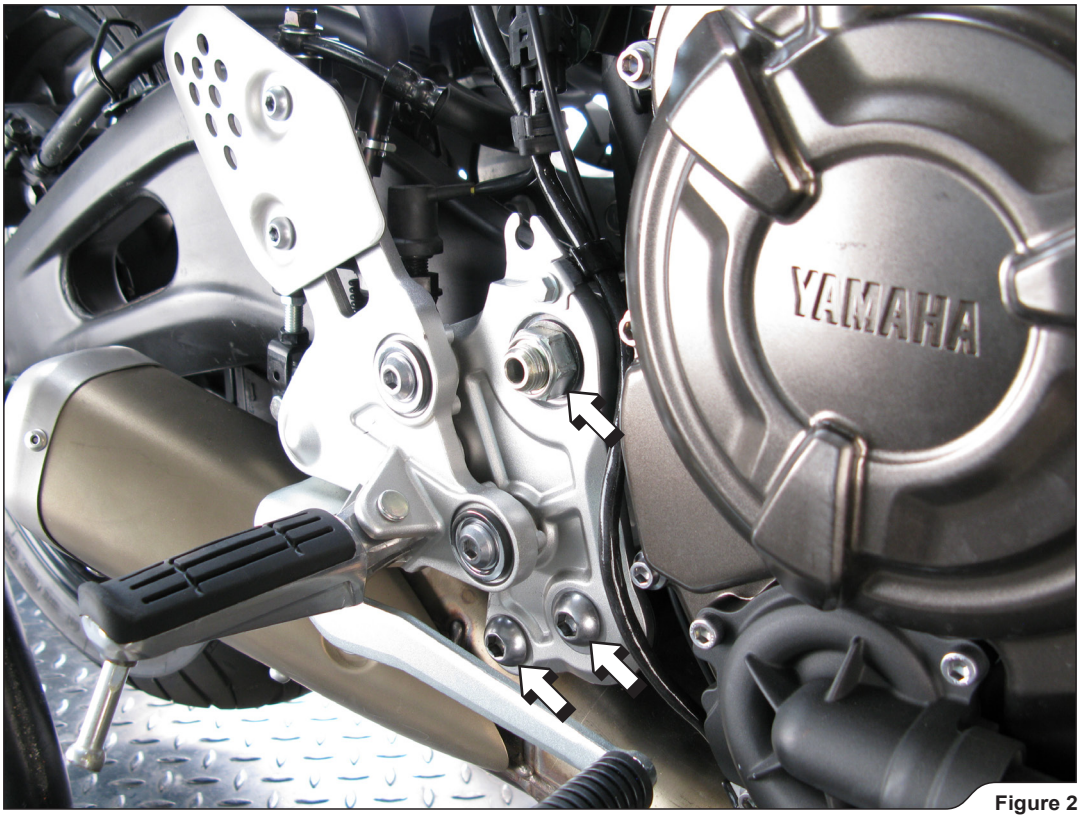

Figure 2
3. Unscrew the marked bolts and nut. Partially remove right footrest bracket **(Figure 2).**